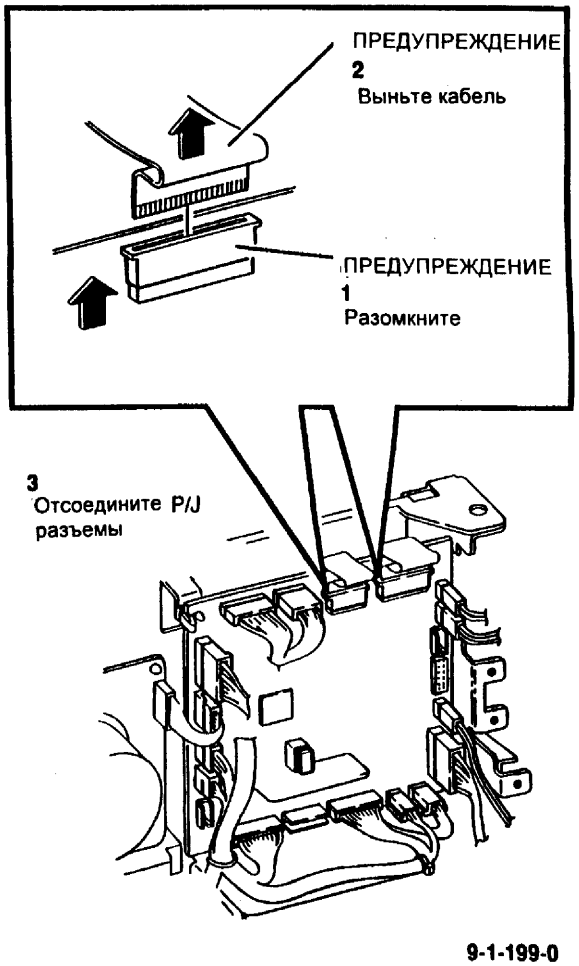

Рис. 2 Подготовка к снятию главной PWB
5. (Рис. 2) Отсоедините разъемы, затем выньте плоские кабели, идущие к разъемам P/J 94 и P/J 56. Отсоедините остальные разъемы.